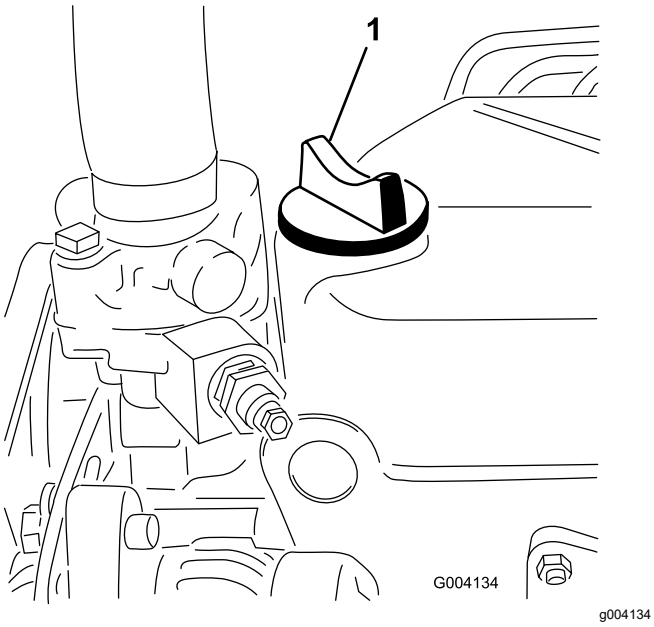

Рисунок 60
5. Если уровень масла находится ниже отметки ПОЛНЫЙ, снимите крышку заливной горловины (Рисунок 60) и добавляйте масло, пока его уровень не достигнет отметки ПОЛНЫЙ на щупе.